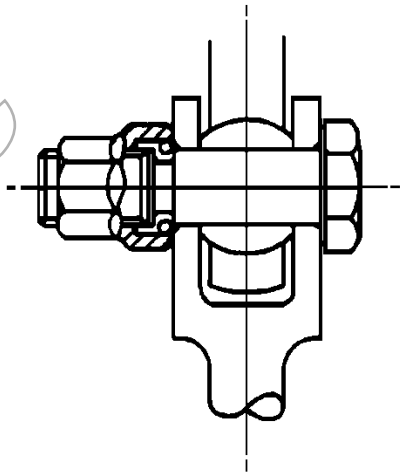

FIGURE 11 – SELF-RETAINING BOLTS IN SELF-LOCKING NUTS
i) Self-retaining bolts in self-locking nuts (see Figure 11)